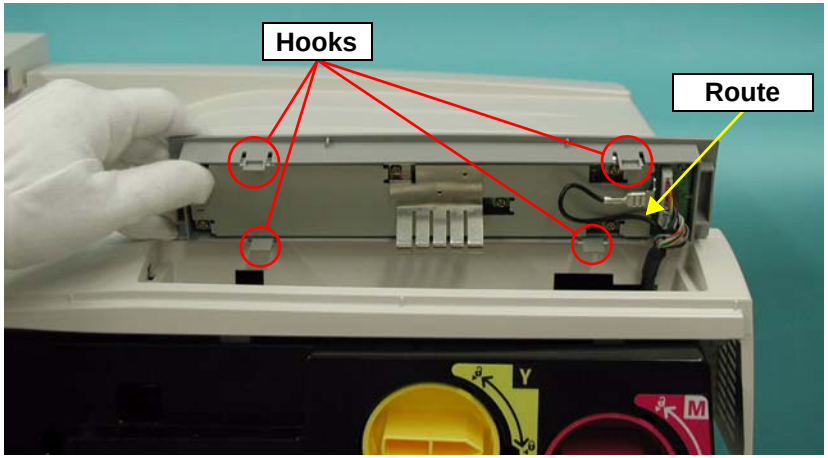

Figure 4-6. Installing the COVER HIGH ASSY TOP and CONTROL PANEL
1. Route the Grounding cable as shown in Figure 4-6 to prevent it from being pinched between the CONTROL PANEL Hooks and COVER HIGH ASSY TOP.